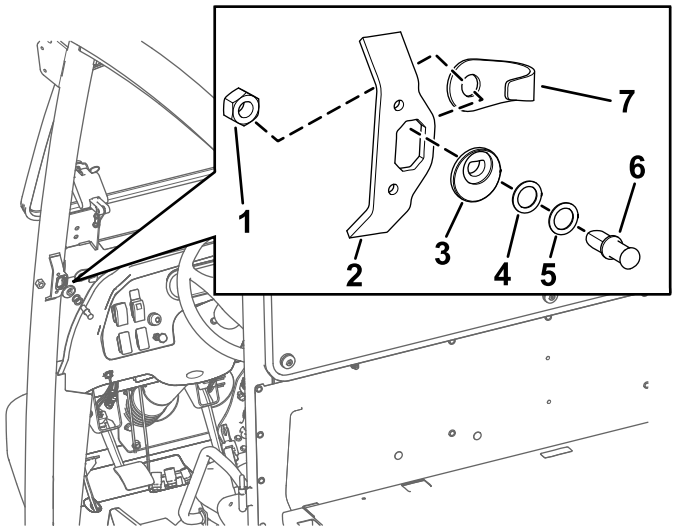

図 3
2. 図 3に示すように、ラッチピンのカムをストライカプレートの開口部に合わせて取り付ける。
3. ラッチピン最初はワッシャをつけずにをラッチピンのカムに差し込む (図 3)。
5. ラッチピンとジャムナットを、ストライカプレートの背面に合わせて取り付ける図 3。
6. ジャムナットをラッチピンに手締めする図 3。